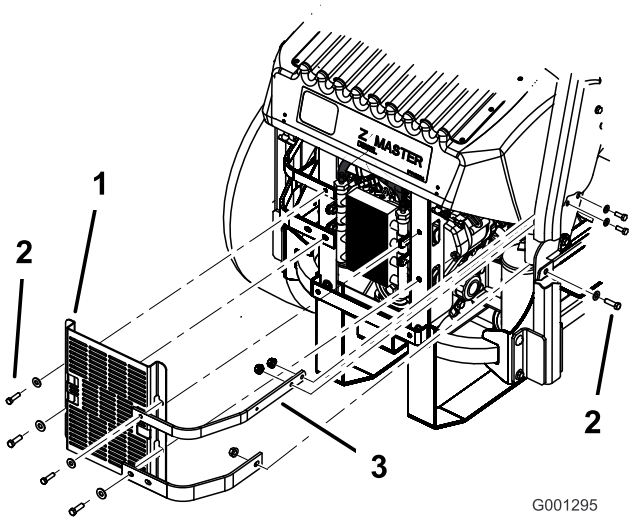

Figura 64
3. Retire los 4 pernos que fijan el protector del enfriador de aceite al bastidor trasero (Figura 64).
4. Retire los 3 pernos que fijan las bridas del motor al lateral de la máquina (Figura 64).
12. Instale el protector del enfriador de aceite y las bridas del motor al bastidor trasero con los 4 pernos que retiró anteriormente (Figura 64).
13. Instale las bridas del motor en el lateral de la máquina (Figura 64).